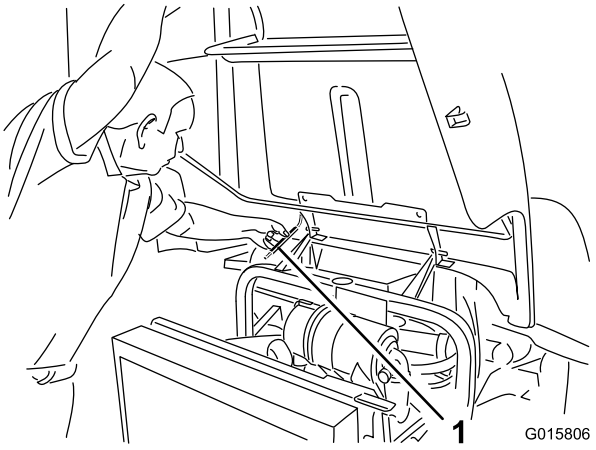

Figur 2
- Lyft huven tills du kan placera stöttan bakom ramröret (Figur 2).